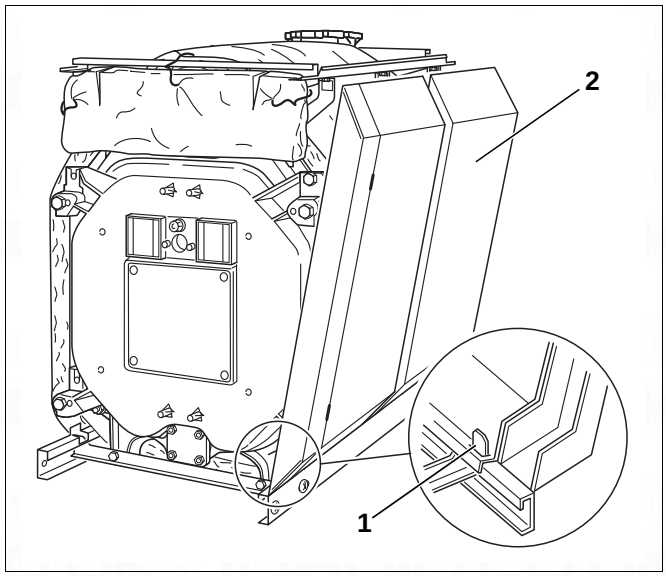

Fig. 50 Attaching the side panel sections
- Attach the front side panels (Fig. 50, [2]) on the bottom left and right to the lugs in the base rails that have been bent upwards (Fig. 50, [1]) then push up over the folded edge of the longitudinal rails.